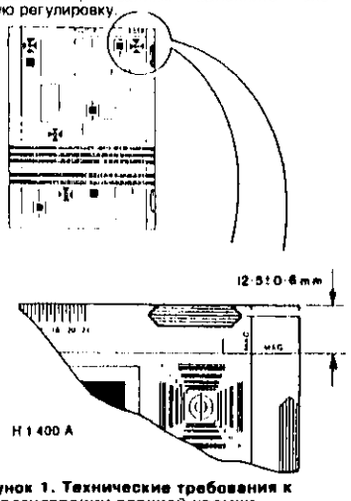

Рисунок 1. Технические требования к регистрации верхней кромки
2. Аккуратно положите тест-лист 82E2010 на стекло оригинала. Изготовьте восемь копий, подавая бумагу из соответствующего лотка. Первые две копии не используйте. Убедитесь, что остальные копии соответствуют техническим требованиям (см. рисунок 1). При несоответствии техническим требованиям выполните следующую регулировку.